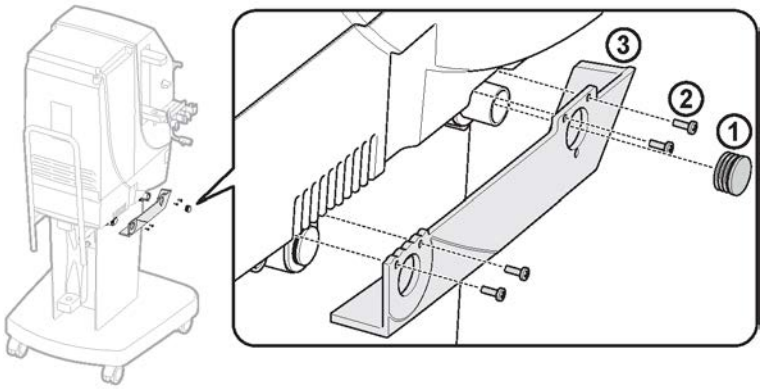

Figure 2-13. Preparation
1) Remove the plastic plug, 100316359, according to Figure 2-13 “Preparation” on page 29.
2) Remove the four screws, 100378406, according to Figure 2-13 “Preparation” on page 29.
3) Remove the cover according to Figure 2-13 “Preparation” on page 29.